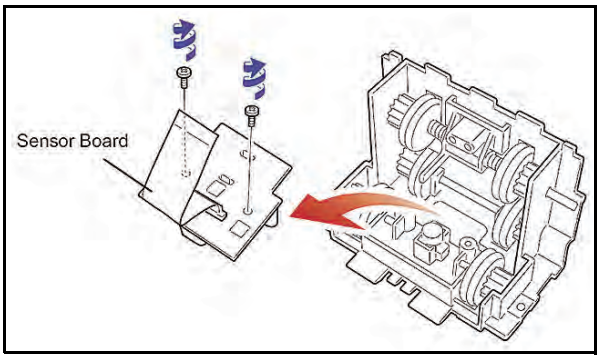

Figure 4-21 Sensor Board Removal
4. Remove the two Sensor board mounting screws and remove the Sensor board from the assembly (See Figure 4-21).